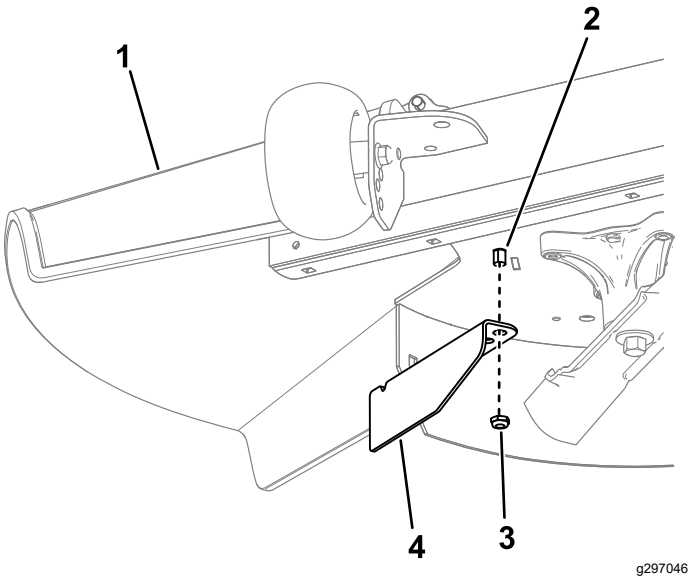

Figur 15
10. Fjern møtrikken fra græsdeflektorstangen under plæneklipperskjoldet (Figur 15).
11. Brug møtrikken til at montere græsafskærmningen på græsdeflektorstangen ved hjælp af det udvendige hul i skærmen (Figur 15).